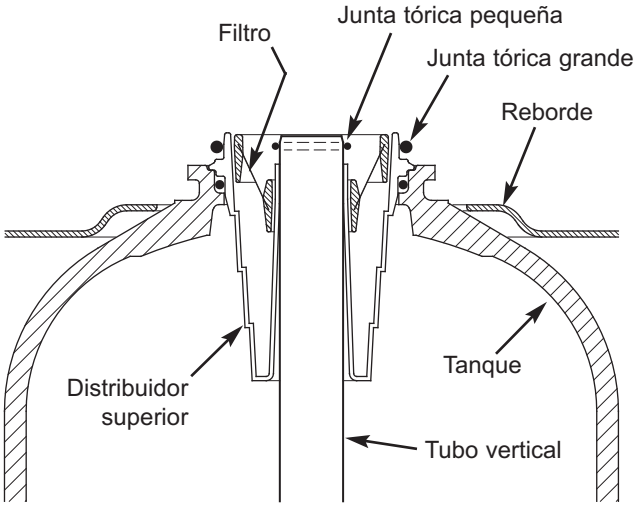

FIG. 28
7. Retire la junta tórica pequeña (Vea la Fig. 28).
9. Lave la abertura superior del tanque con abundante agua. Luego, vuelva a instalar el distribuidor superior y la junta tórica. Cerciórese de ubicar bien el sello tórico (Vea la Fig. 28).